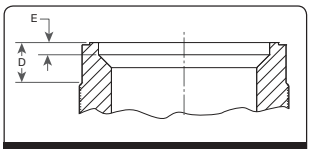

Figure 15
b. The use of a reseating machine is suggested for reconditioning badly worn seats, or for re-establishing Dimension E per Figure 15. Dimension E should be re-established when it is less than .010" (0.25 mm) for orifices 1, 2, 3, 5 and 4; and less than .030" (0.76 mm) for orifices 6 and Q.